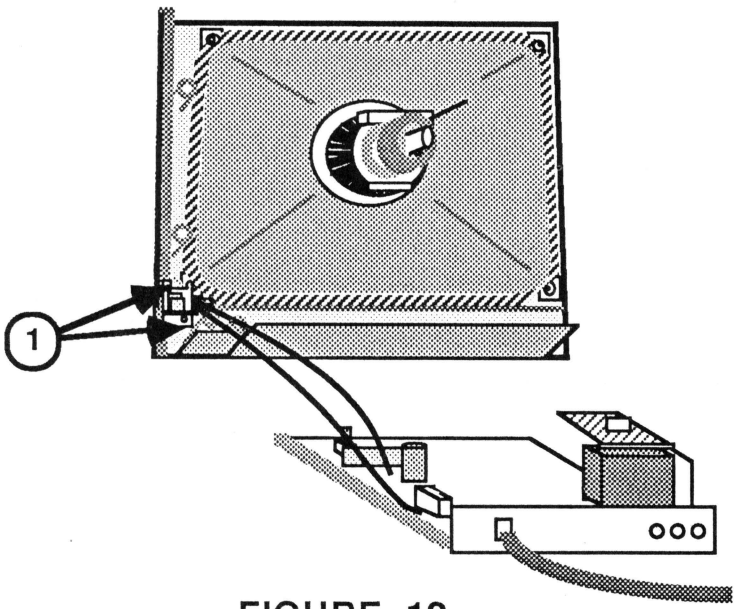

FIGURE 12
a. Remove the two screws* that secure the on/off switch bracket to the front bezel (Figure 12, #1).